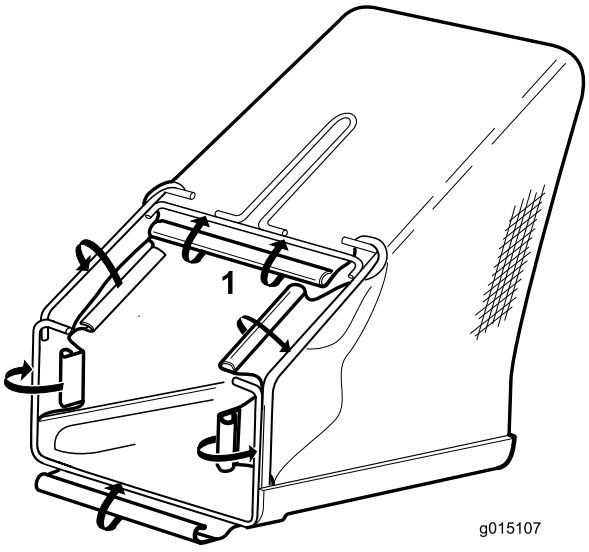

Рисунок 4
2. Начиная от рукоятки, подсоедините 6 пластиковых зажимов на мешке для сбора травы к проволочному каркасу (Рисунок 4).